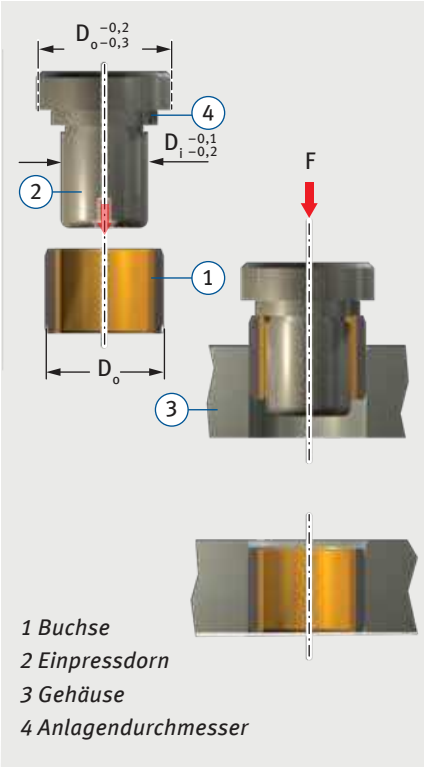

Abb. 3: Versenkt einpressen $D_0 \geq 55$ mm
- versenktes Einpressen mit Dorn ohne Hilfsring gemäß Abb. 3.